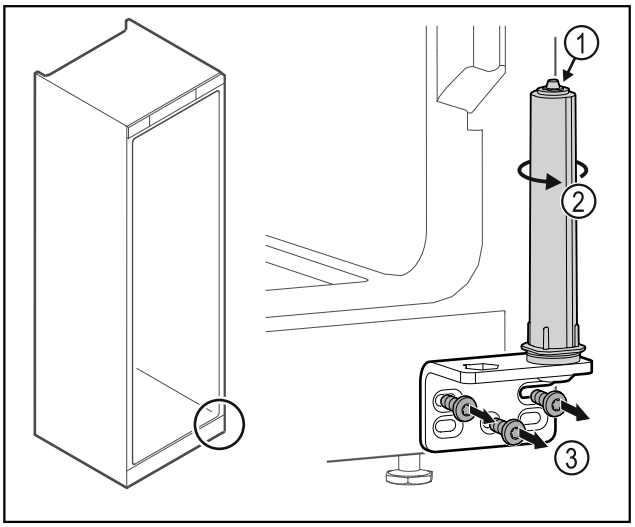

Fig. 23
▶ Nu dezasamblați sistemul de închidere al ușii *Fig. 23 (1)*.
▶ Rotiți *Fig. 23 (2)* sistemul de închidere, până când face clic.
▶ Deșurubați colțarul balamalei *Fig. 23 (3)*.